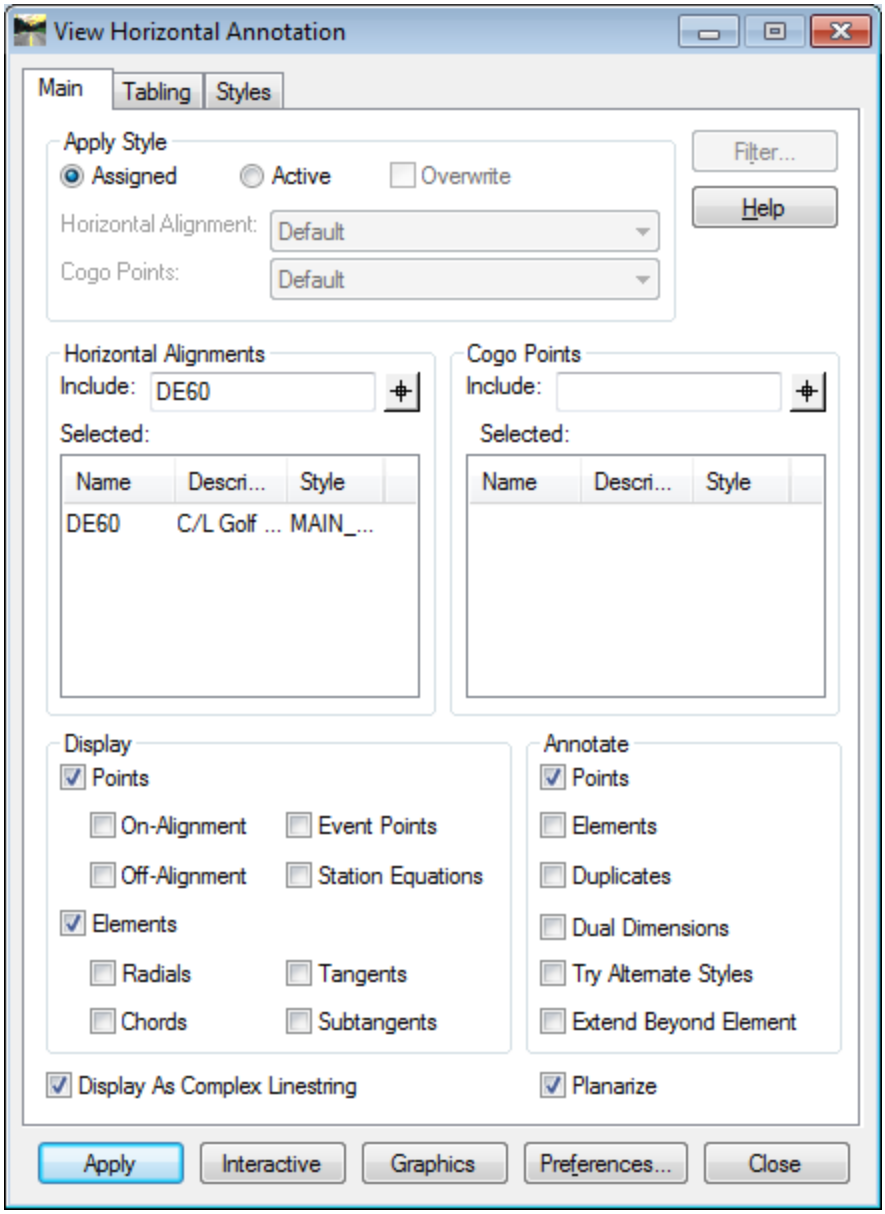
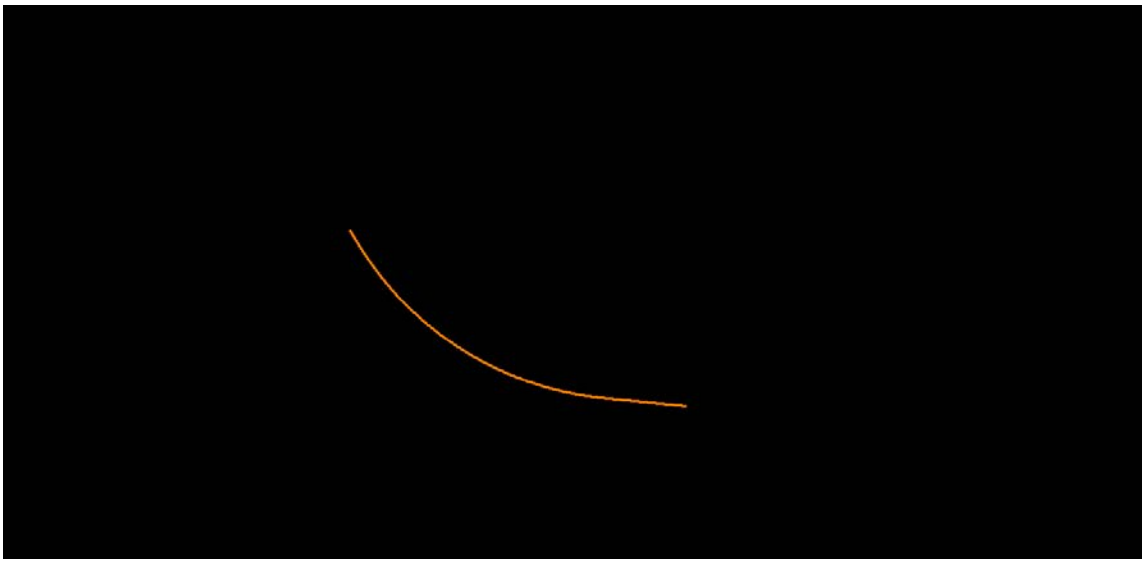

Figure L5-10 View Horizontal Annotation
Figure L5-11 MicroStation View
21.	**View Alignment DE60 in MicroStation.** • In InRoads, select **Geometry ► View Geometry ► Horizontal Annotation**. The **View Horizontal Annotation** dialog opens. • Load the Preference **'NO BEARING & DISTANCE'.** This may be accomplished by clicking the **Preferences** button, highlighting the preference **'NO BEARING & DISTANCE'** and clicking **Load** and **Close** in the **Preferences** dialog. • In the **Horizontal Alignments** – **Include:** field, key-in **DE60** and hit the **Tab** key on your keyboard. • Verify your entries match those shown in *Figure L5-10*. • Click **Apply** & **Close**. • Verify alignment **DE60** was drawn in MicroStation with the correct attributes as shown in *Figure L5-11*.